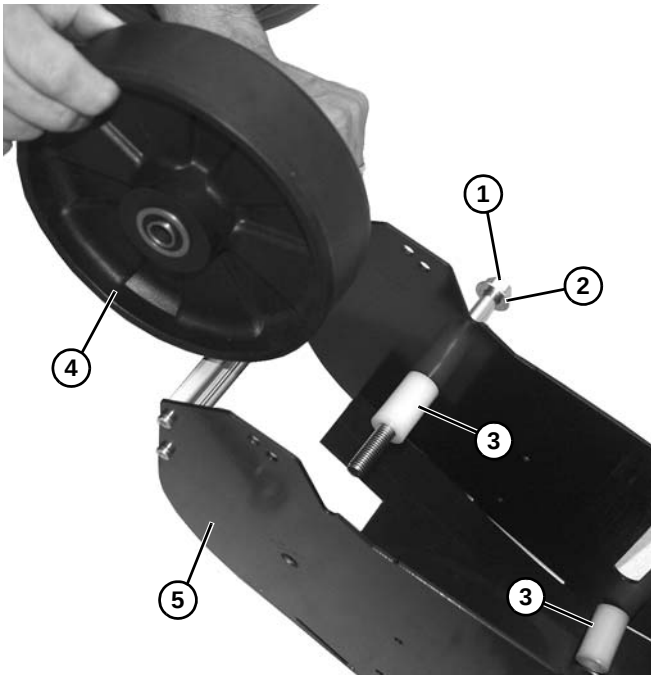

Figure 94
4. Remove bolt **(Figure 94, item 1)**, washer **(Figure 94, item 2)**, two spacers **(Figure 94, item 3)**, and wheel **(Figure 94, item 4)** from take up assembly housing **(Figure 94, item 5)**.